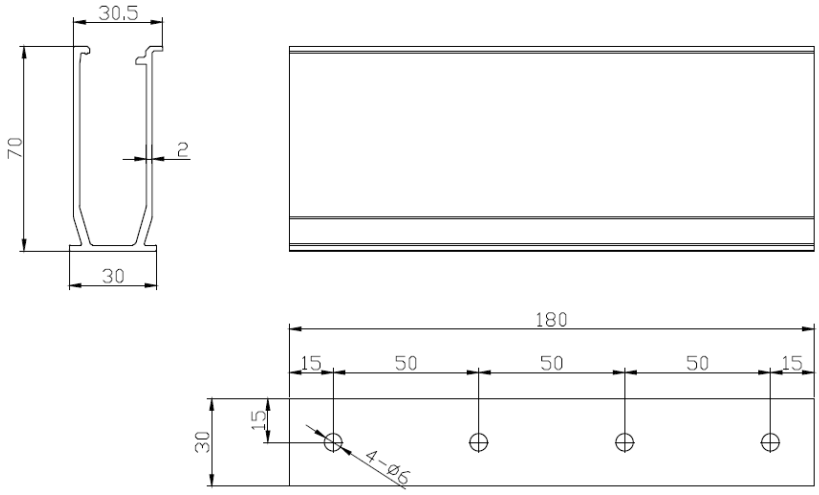

Рисунок 26. Размеры мини-рейла UI-SS04-180-70. Размеры указаны в мм.
1. **Монтаж на мини-рейл UI-SS04-180-70.** Монтаж на мини-рейл UI-SS04-180-70 предназначен для крыш с небольшим углом наклона для улучшения вентиляции подмодульного пространства. Также пригоден для фальцевой кровли, так как большая высота мини-рейла позволяет укладывать панели не касаясь фальцевого сгиба (Рисунок 26).